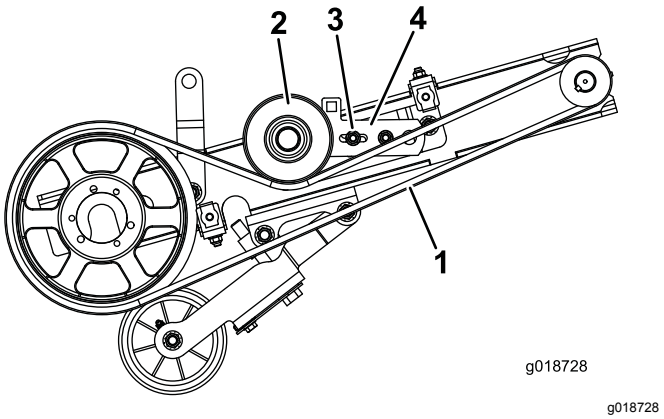

Figure 24
1. Retirez l'écrou et le boulon qui fixent le support de la poulie de tension (boulon dans le trou allongé du support) au support de réglage de la tension (Figure 24).
4. Déposez le protège-courroie inférieur et la courroie d'entraînement du cylindre (Figure 24).